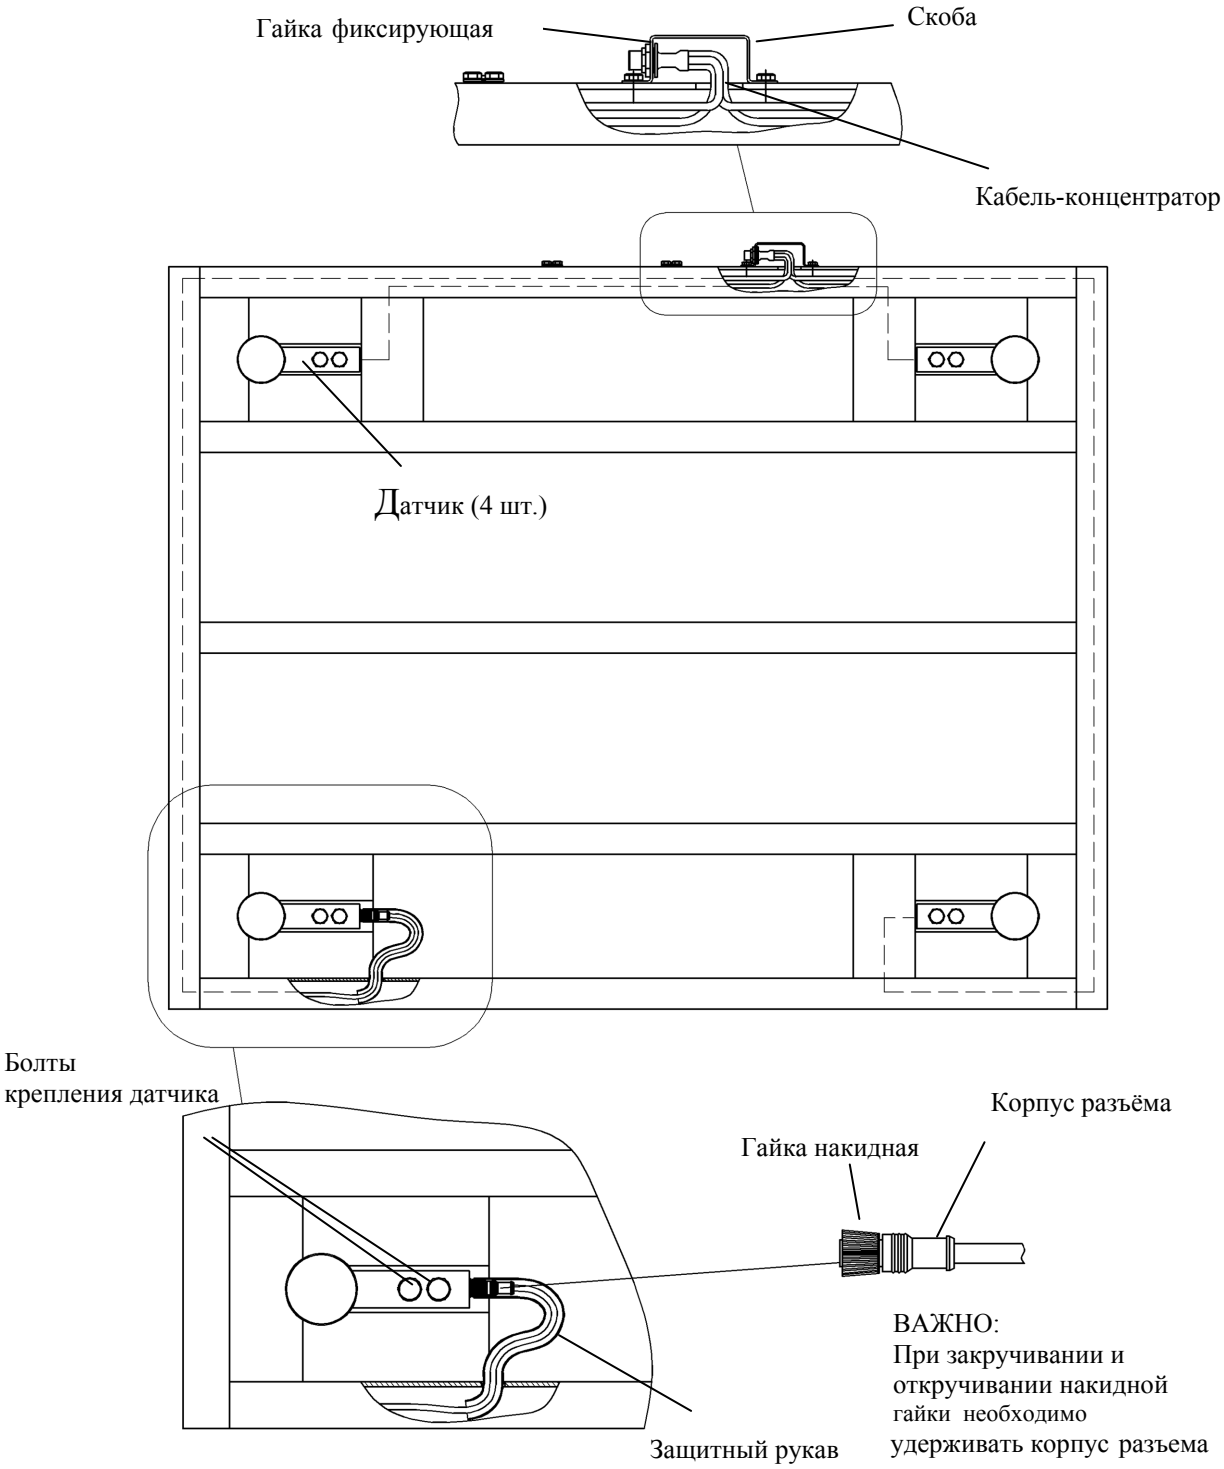

Рис. 10.5 - Модуль 4D-P_
10.3.1.2 Перевернуть и положить модуль на пол (см. Рис. 10.5).
10.3.1.7 Надеть до упора на разъем защитный резиновый рукав. Заправить кабель в отверстие в раме и туда же завести свободный конец защитного рукава (см. Рис. 10.5).
- Перевернуть и положить модуль на пол (см. Рис. 10.5).
- Надеть на разъемные соединения, до упора, защитные резиновые рукава. Заправить кабели в отверстия рамы и туда же завести свободные концы защитных рукавов (см. Рис. 10.5).